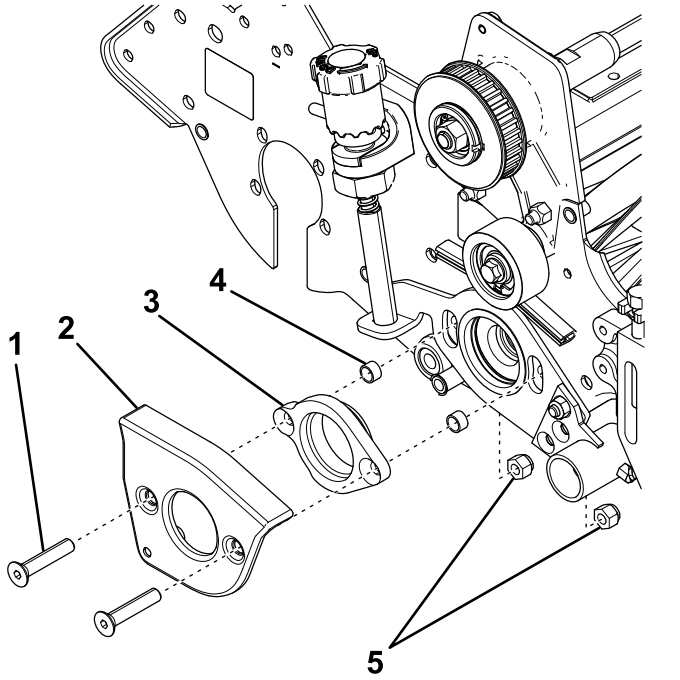

図 11
1. グルーマアームカバーとベアリングアダプタに 平頭ねじ2本を差し込み、ねじの端部に新しいスペーサを取り付ける図 11。
2. サイドプレートに平頭ねじを入れ、ロックナット 2 個で固定する図 11。